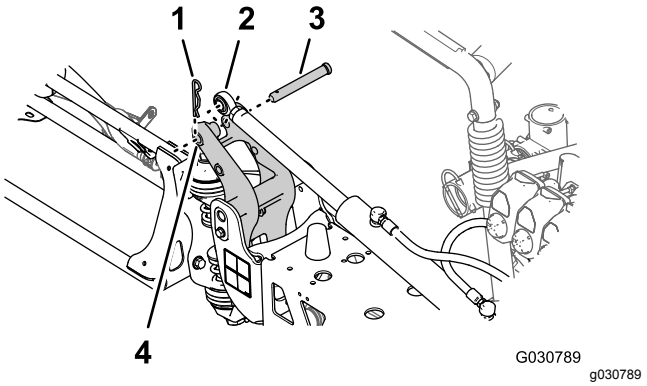

Figuur 122
6. Lijn het stanguiteinde van de hefcilinder uit met de opening van 25 mm in de arm van de draaifitting (Figuur 122).
7. Bevestig de hefcilinder aan de draaifitting; gebruik hierbij de gaffelpen en de R-pen (Figuur 122) die u verwijderd hebt in stap 2 van De hefcilinders verwijderen (bladz. 20).